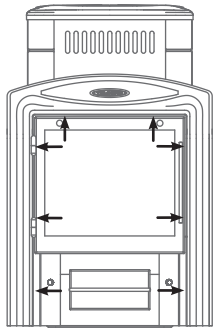

Рисунок 6. Места установки саморезов
1) открутить саморезы 8 шт., которыми прикрепляется дверка с рамкой к топливному каналу и снять ее (см. рисунок 6);